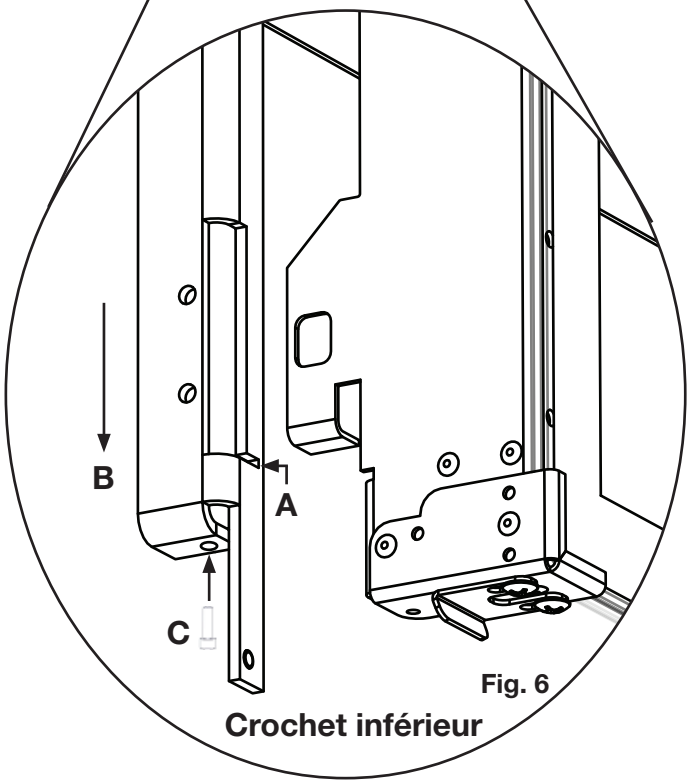

Fig. 6
7. Installez 2 vis de réglage vertical sous la surface des supports coulissants du GGA-1 **(C) (Fig. 6)**.